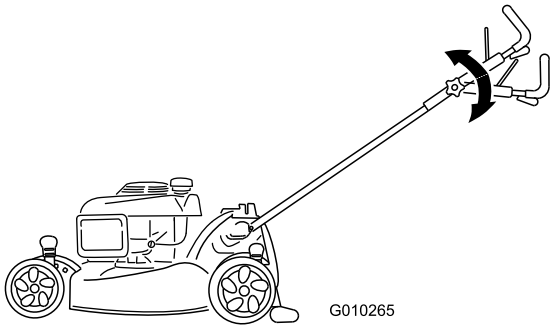

Figur 19
2. Flyt det øverste håndtag hen til den ønskede position (Figur 19).